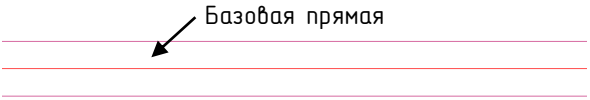

Рис. 5.9
4) Выберете команду ***Параллельная прямая*** , задайте расстояние - 15, установите галочку ***С двух сторон*** и укажите курсором на построенную горизонтальную линию (цвет линии изменится на красный). Автоматически появятся две симметричные линии (рис. 5.9).